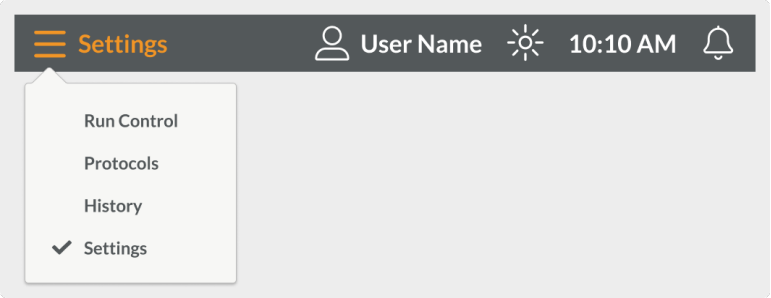
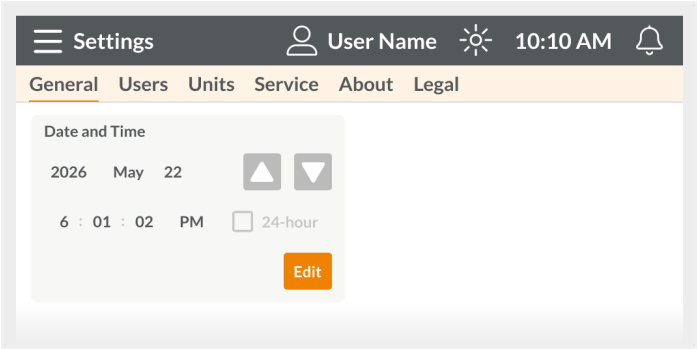

Figure 68. Navigating to Settings from the Main Navigation
Figure 69. General Tab Screen in Settings
Access STEMprep™ Tissue Dissociator Settings from the Main Navigation. Tap ☰ to display the drop-down menu and select **Settings** (Figure 68).
Access date and time preferences in the **General** tab of the Settings section (Figure 69).
5. Navigate to **Settings** from the Main Navigation (Figure 68) if it is not already displayed and tap the **Units** tab (Figure 69).